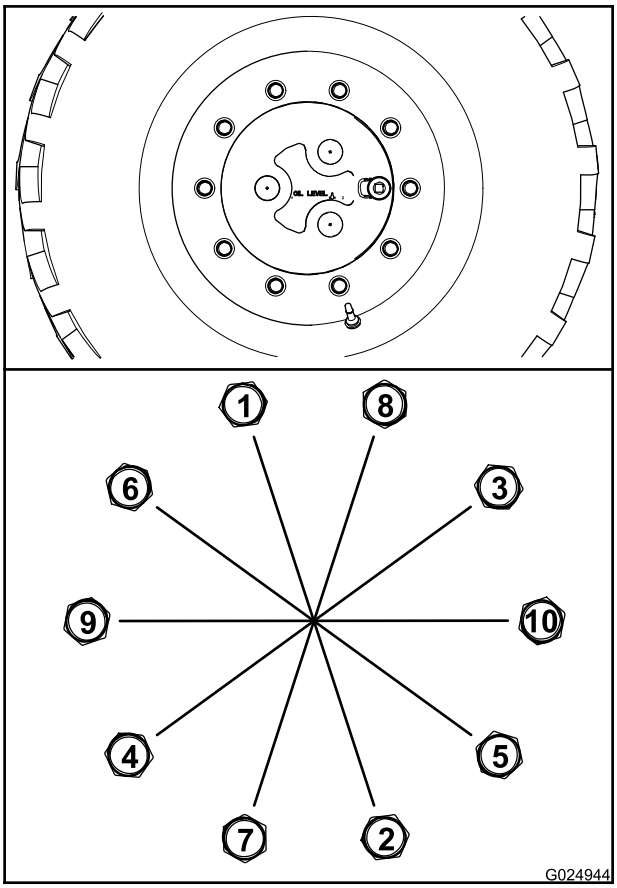

Bild 82
A. Ziehen Sie alle Radmuttern in der in Bild 82 abgebildeten Reihenfolge auf 100 N·m an.
B. Ziehen Sie alle Muttern in der in Bild 82 abgebildeten Reihenfolge auf 200 N·m an.
C. Ziehen Sie alle Muttern in der in Bild 82 abgebildeten Reihenfolge auf 300 N·m an.